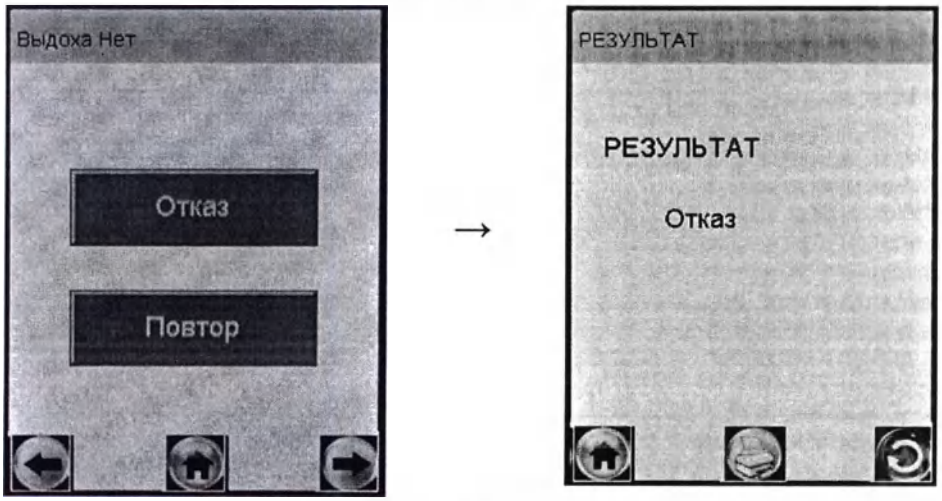

Рисунок 23 – Отказ от измерения
2.9.1 Если при выполнении 2.7.10 настоящего РЭ выдох не был сделан своевременно, то окно готовности к отбору пробы «**Дуйте**» сменится окном «**Выдоха нет**» (рисунок 23, слева).
В случае отказа обследуемого от проведения измерения (обследуемый отказывается делать выдох) в анализаторе предусмотрена возможность прервать процедуру измерения, зафиксировав факт отказа от измерения. Для этого нажмите на виртуальную кнопку «**Отказ**» – на экране появится сообщение об отказе от измерения (рисунок 23, справа).